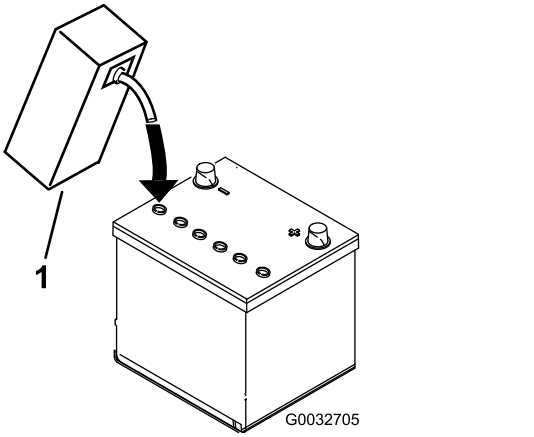

Figur 6
3. Fyll hver celle forsiktig med elektrolytt til platene er dekket med ca. 6 mm væske (Figur 6).
4. La elektrolytten trekke inn i platene i ca. 20–30 minutter. Etterfyll etter behov for å holde elektrolyttnivået på ca. 6 mm fra bunnen av påfyllingsbrønnen (Figur 6).